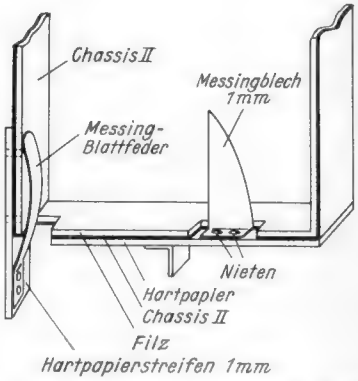

Bild 4. Kontaktstücke zum Durchschalten der Heizbatterie
7. Die Bedienung wird weiter vereinfacht, wenn die Heizbatterie-Attrappe vermieden wird. Stattdessen wird eine Kontaktnase isoliert auf Chassis II angebracht und zwar so, daß sich beim Einschieben des Taschengeräts die Heizbatterie-Klemmfeder auf diese Nase aufschiebt. Dies ist der positive Heizkreisanschluß. Der negative Anschluß wird durch eine einfache Messingblattfeder hergestellt, die auf der dem Nf-Übertrager zugewandten Seite des Chassis II isoliert befestigt wird, damit der „positive" Anodenanschlußstecker nicht über die Befestigungsschrauben auf der Frontplatte mit dem negativen Chassis in Verbindung kommen kann. **Bild 4** veranschaulicht den Einbau dieser Teile. Im Chassis nach Bild 4 (Heft 1/1953) ist allerdings noch ein Ausschnitt vorzusehen, damit die Nase in das Chassis des Taschengeräts greifen kann und mit der Heizbatteriefeder Kontakt bekommt. Konrad Sauerbeck